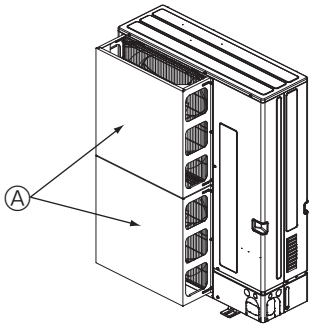

Fig. 2-4
② Installer un guidage d'air optionnel si l'appareil est placé dans un endroit où les vents violents d'un typhon par exemple pourraient s'engouffrer directement dans la sortie d'air. (Fig. 2-4)